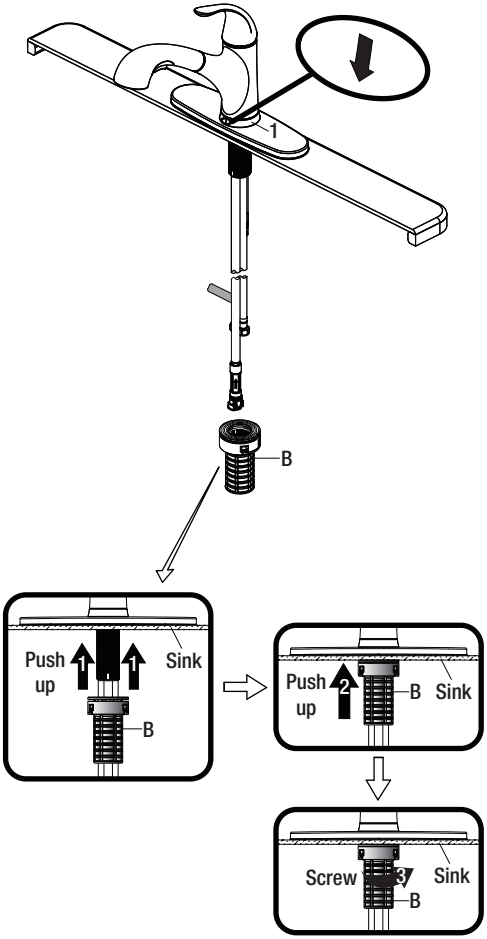

Fig 1
**NOTE:** Make sure that the face marked with the arrow on the flange (1) is facing forward.
- From underneath the sink, secure the faucet assembly to the sink with the FastMount™ system (B). Push the FastMount™ system (B) up over the threads until it stops against the bottom of the sink, then hand turn (clockwise) to tighten (Fig 1).